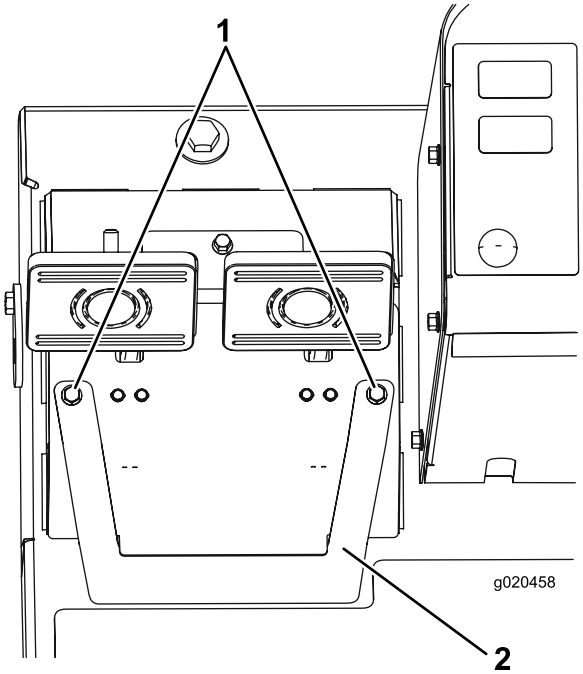

Figuur 63
A. Zet de 2 bevestigingsschroeven los en verwijder de afstelplaat van de rem (Figuur 63).